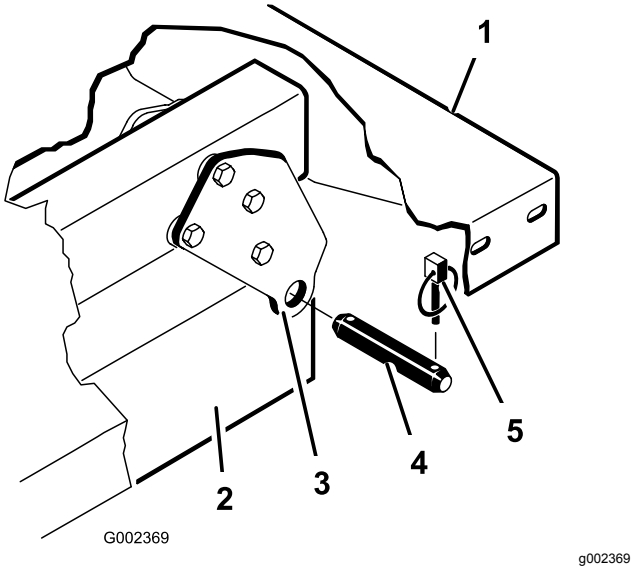

Figuur 4
5. Verwijder de gaffelpennen waarmee de uiteinden van de cilinderstang vastzitten aan de bevestigingsplaten van de laadbak, door de pennen naar binnen te drukken (Figuur 4).
6. Verwijder de lynchpennen en de gaffelpennen waarmee de draaibeugels zijn bevestigd aan de framebalken (Figuur 4).